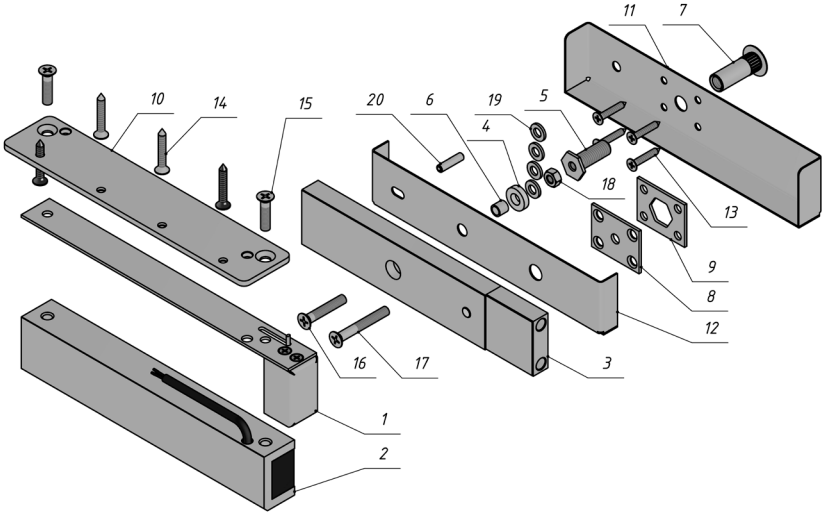

Рисунок 1 – Комплект поставки замка
5.8 Винт крепления якоря (поз.16 или 17 рис.1) необходимо затянуть с усилием, достаточным для исключения его отворачивания в процессе эксплуатации. Рекомендуется ставить винт на стопорящий герметик типа «Анатерм» или на нитрокраску НЦ.